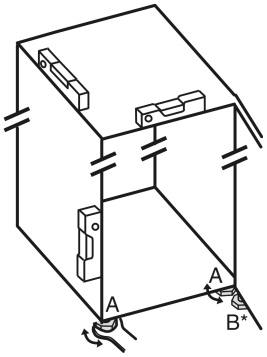

Fig. 46
▶ Extrageți prin rotire picioarele reglabile *Fig. 46 (A)* cu cheia fixă atașată și cu ajutorul unei nivele cu apă, până când aparatul este fix și aliniat plan.
▶ Extrageți prin rotire piciorul reglabil *Fig. 46 (B)* de la suportul de lagăr cu cheia fixă atașată, până când acesta atinge solul.
▶ Continuați să rotiți piciorul reglabil *Fig. 46 (B)* cu 90°.